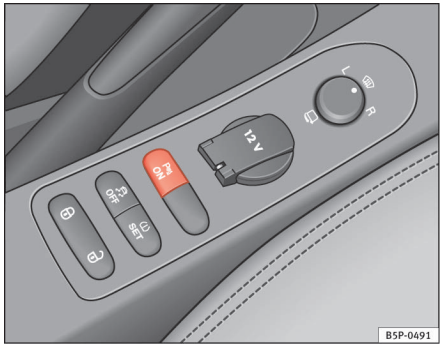

Fig. 128 Midterkonsol: kontakt til parkeringshjælp
– Tryk på kontakten P⋙ i midterkonsollen ⇒ fig. 128 eller i skiftekulissen. Der lyder et kort signal, og dioden i kontakten lyser.